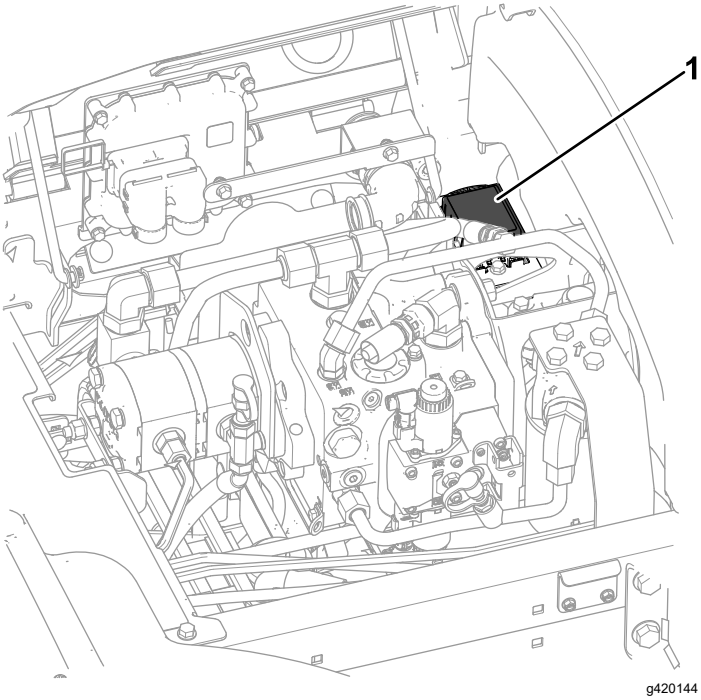

Figuur 103
3. Vervang de gesprongen zekering (Figuur 103) door een zekering van dezelfde soort en met dezelfde stroomsterkte.